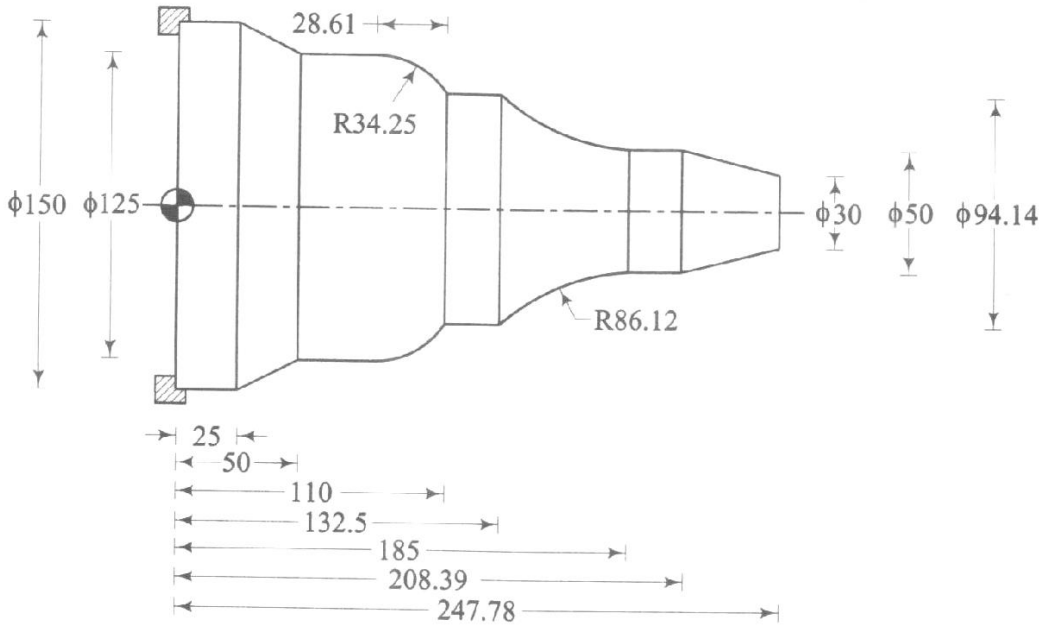

Fig.1
Q.3 **(a)** Prepare the process plan and write the complete manual part program for a forged steel component using G73 cycle as shown in fig. 1. **07**